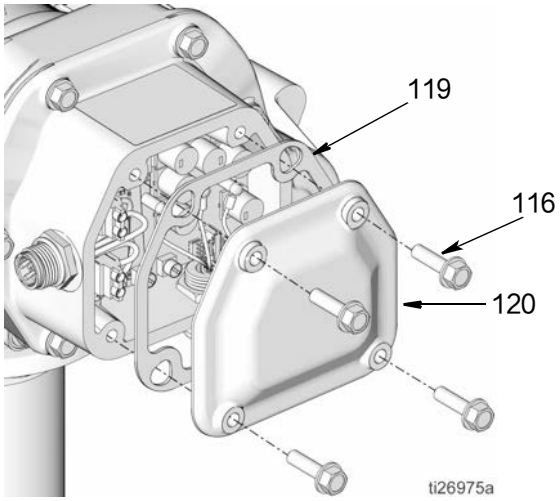

图 17
1. 拆下螺丝 (116)、盖子 (120) 和垫圈 (119)，访问控制板 (图 17)。